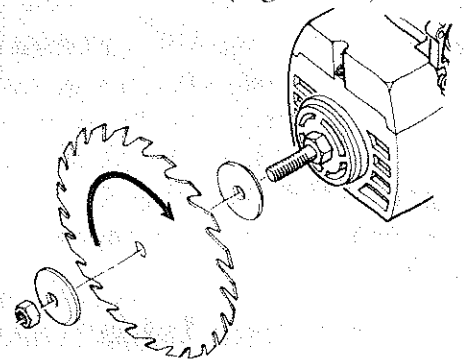

Fig. 56
2. Place the *blade* on the *arbor shaft* with a **blade collar** on each side. make sure that the directional arrow is on the outside of the *blade,* and the teeth are pointing down at the front side of the blade. (Figure 56)